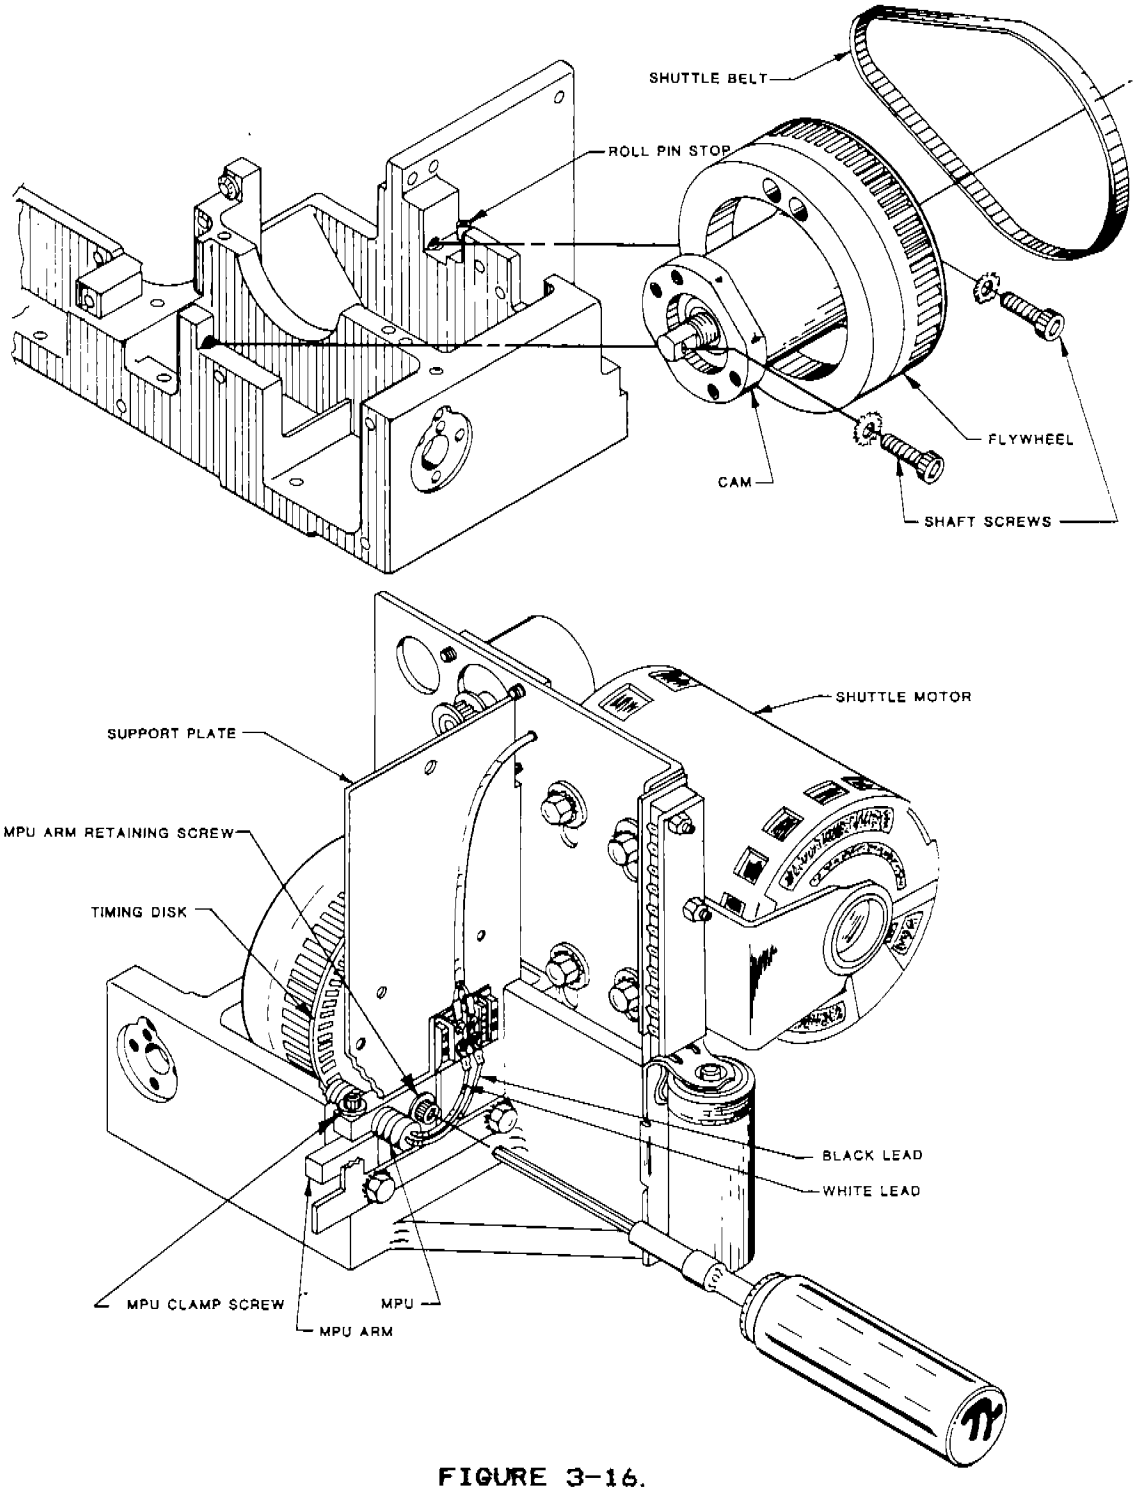

FIGURE 3-16.
4. Loosen the screw behind the MPU arm about a quarter inch. Back the MPU arm away from the flywheel as far as the support plate allows (Figure 3-16).
3. Disconnect the MPU leads from terminals 1 and 2 on the adjacent terminal strip (Figure 3-16).